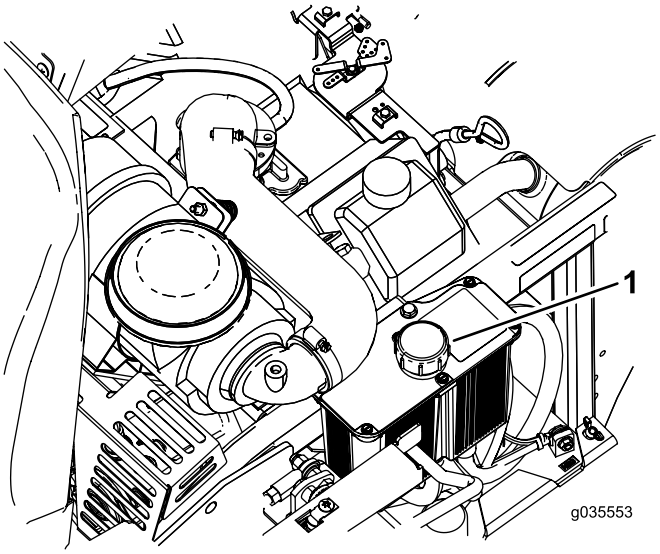

Figuur 67
6. Maak de omgeving van de peilstok van het hydraulische reservoir schoon (Figuur 67).
7. Verwijder de peilstok uit het hydraulische reservoir (Figuur 67).